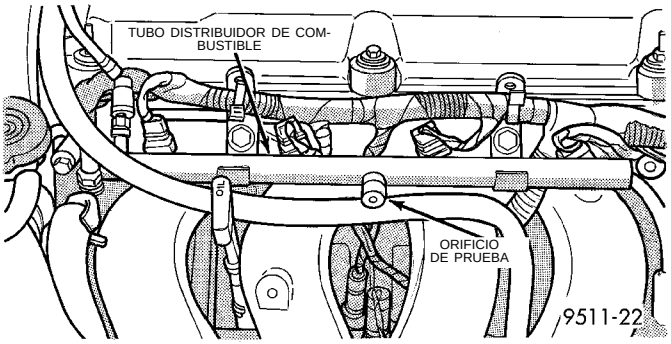

Fig. 19 Orificio de prueba de presión de combustible
(4) Retire el tapón protector del orificio de prueba de presión de combustible, en el tubo distribuidor de combustible (Fig. 19).